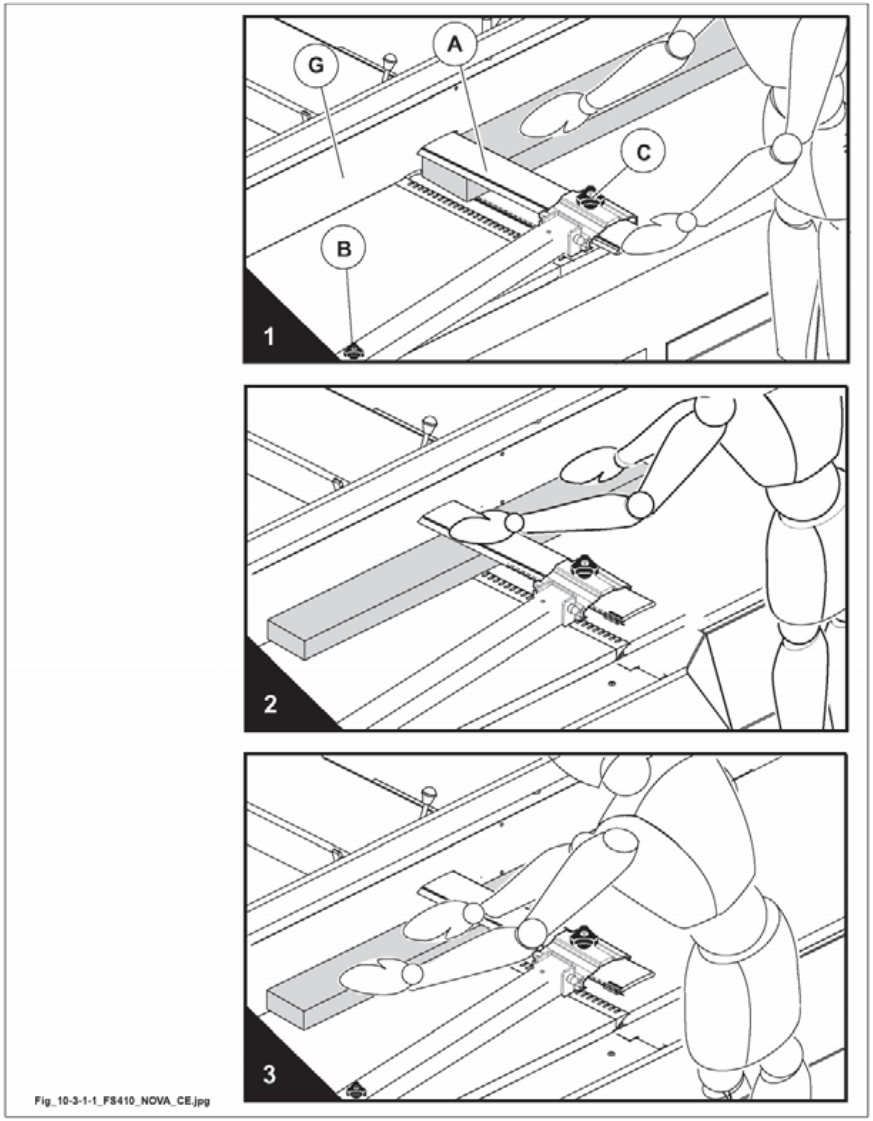

Abb. 10.3-1-1
- Legen Sie das Werkstück an der Führung an und schieben Sie es mit der rechten Hand vorwärts, bis es unter der Brücke liegt (1, Abb. 10.3-1-1).
- Schieben Sie das Holzstück vorwärts (auf der Seite des Aufgabetisches) (2, Abb. 10.3-1-1), wobei Sie die Hände flach auf das Holzstück legen; lassen Sie es durch die Schutzbrücke durchlaufen und führen Sie erst eine und dann die andere Hand über die Brücke.
- Drücken Sie, sobald es möglich ist, beide Hände auf der Seite des Ausgabetisches auf das Holzstück, um es weiter vorzuschieben (3, Abb. 10.3-1-1).